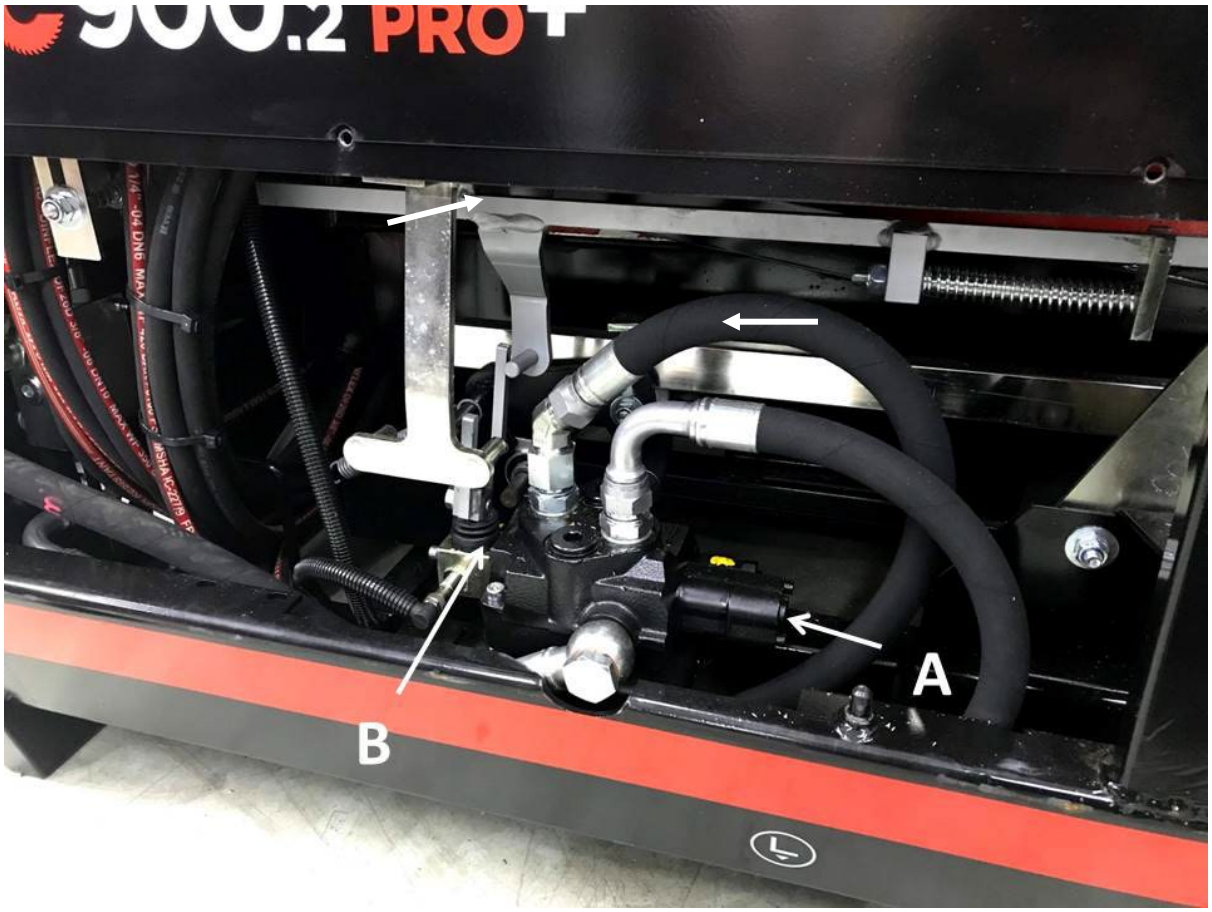

Fig. 26
9.14 **Entretien de la soupape principale, Fig. 26**
Lubrification du côté détente de la soupape, Fig. 26, point A
Lubrification du dispositif de changement de bobine, Fig. 26, point B